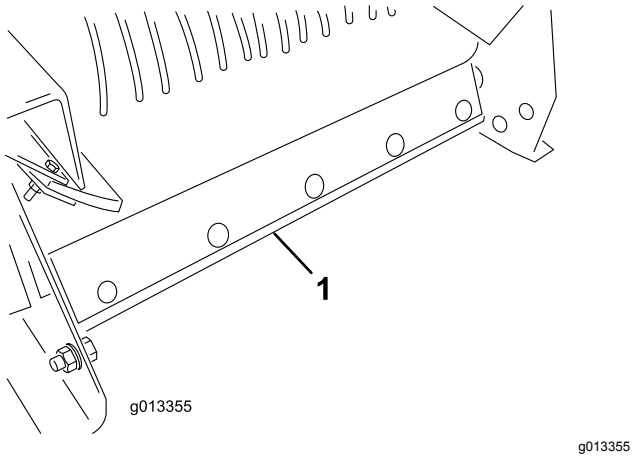

Figuur 56
5. Verwijder de reinigingsschraper voor de lopende band van de achterzijde van de machine (Figuur 56).